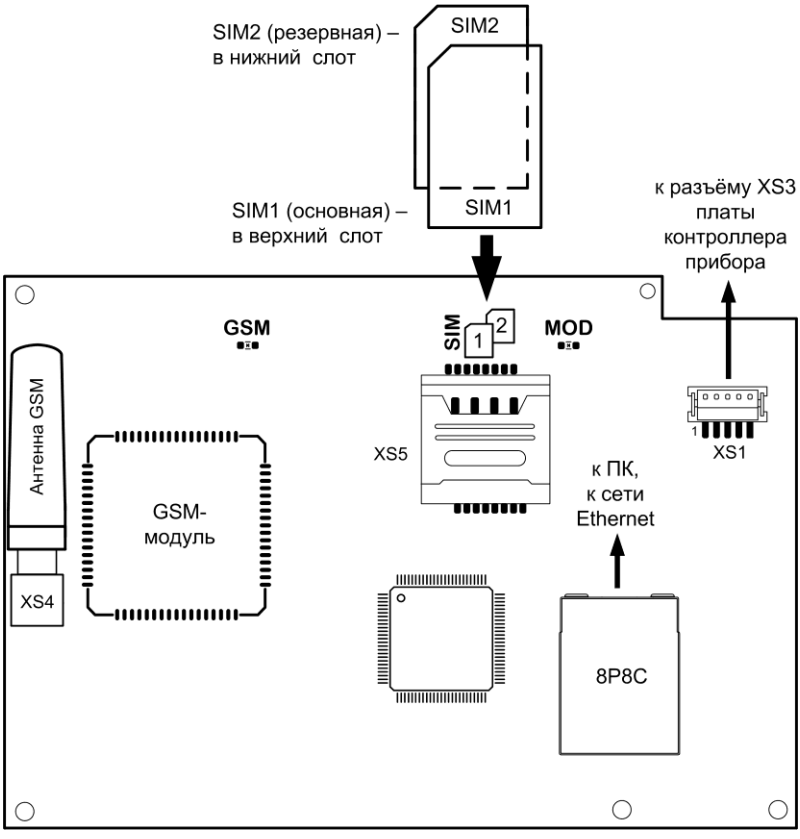

Рис.4 Внешний вид GE коммуникатора. Установка SIM-карт
- При наличии GE коммуникатора подключите ethernet-кабель к розетке 8P8C и установите SIM-карту(ы) в слот XS5 GE коммуникатора (см. рис.4).
SIM-карты следует подключать при **выключенном питании** прибора, контактами к плате и срезом как показано на рис.4.